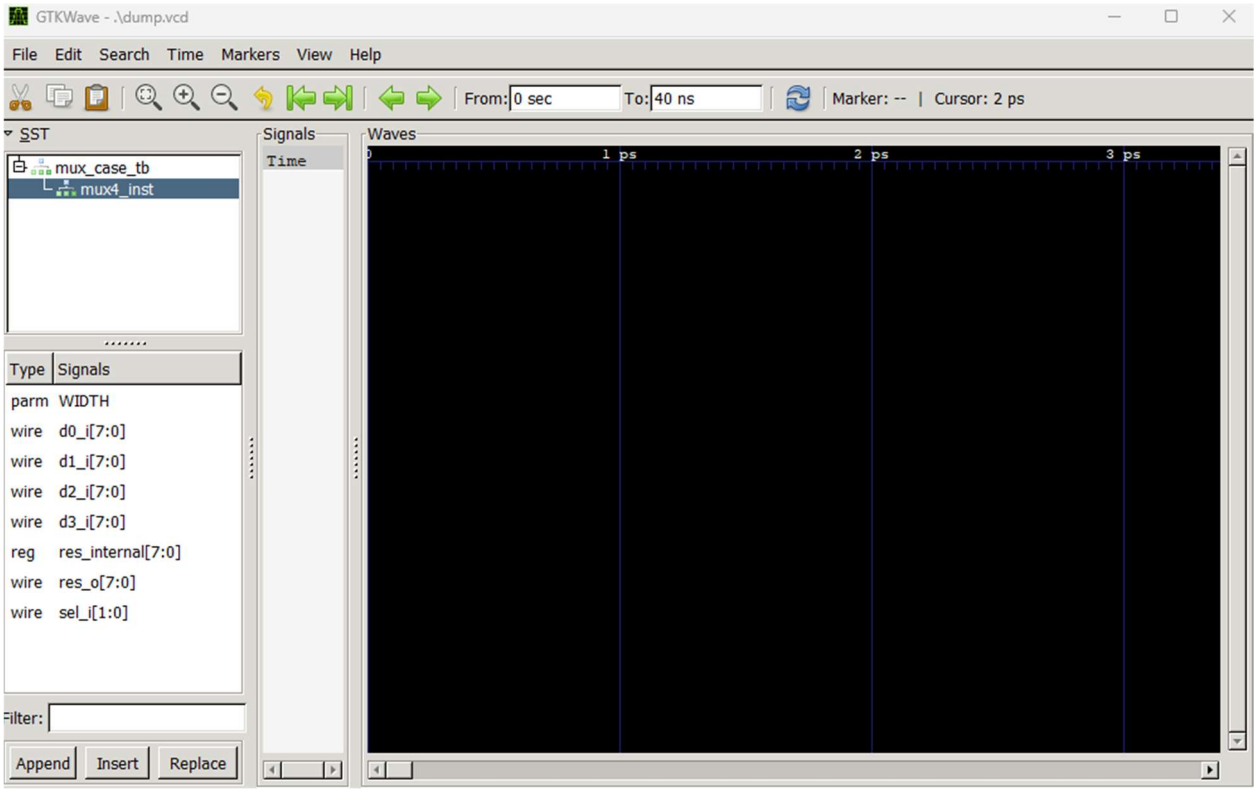

Рисунок 2. Сигналы модуля mux4
- Например, рассматриваемый в примере «**mux4_inst**», в результате чего в поле со списком сигналов модуля отобразятся все сигналы модуля **mux4** (рисунок 2)